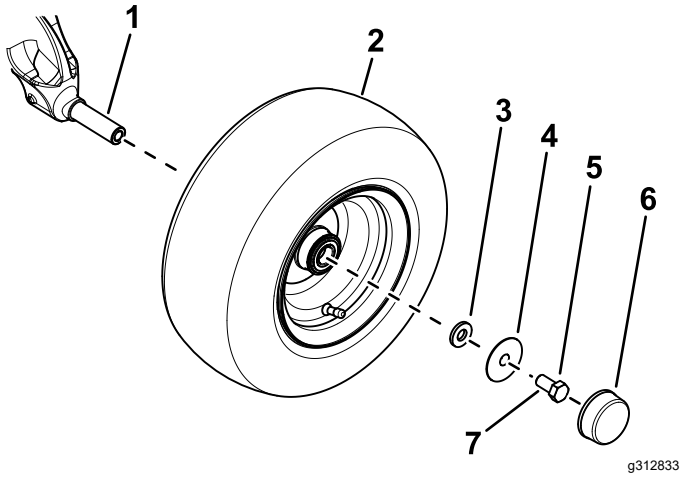

Figuur 3
B. Gebruik een kleine ring, grote ring en een bout (⅝" x 1¼") om het wiel aan de as te bevestigen (Figuur 3).
D. Plaats de stofkap op het wiel (Figuur 3).